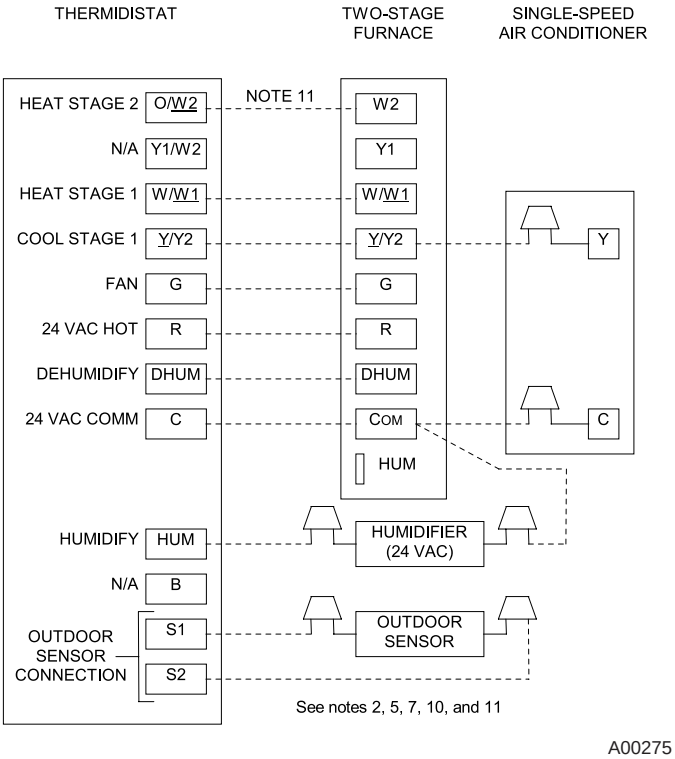

Fig. 50A—Two-Stage Furnace with Single-Speed Air Conditioner
Notes for Fig. 50A-H:
3. **Two-Speed Cooling and Two-Stage Thermostat (See Fig. 28 and Fig. 50A-G for thermostat connections)**
See Fig. 50A-D for Thermidistat connections.